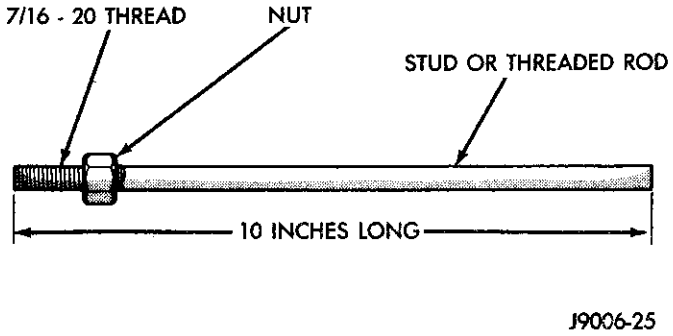
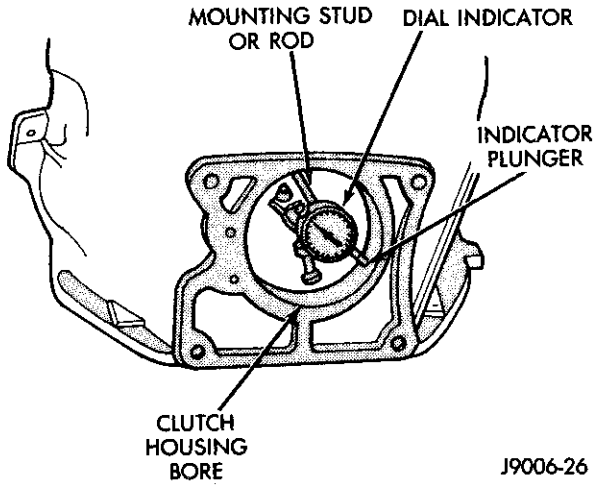
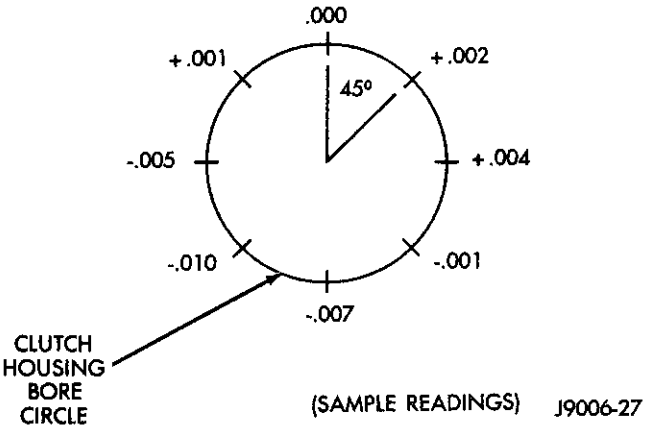

Fig. 1 Dial Indicator Mounting Stud Or Rod
Fig. 2 Checking Clutch Housing Bore Runout
Fig. 3 Housing Bore Measurement Points And Sample Readings
(1) Remove the clutch housing and strut.
(2) Remove the clutch cover and disc.
(3) Replace one of the flywheel bolts with a 7/16-20 threaded rod that is 10 in. (25.4 cm) long (Fig. 1). The rod will be used to mount the dial indicator.
(4) Remove the release fork from the clutch housing.
(5) Reinstall the clutch housing. Tighten the housing bolts nearest the alignment dowels first.
(6) Mount the dial indicator on the threaded rod and position the indicator plunger on the surface of the clutch housing bore (Fig. 2).
(7) Rotate the crankshaft until the indicator plunger is at the top center of the housing bore. Zero the indicator at this point.
(8) Rotate the crankshaft and record the indicator readings at eight points (45° apart) around the bore (Fig. 3). Repeat the measurement at least twice for accuracy.
(9) Subtract each reading from the one 180° opposite to determine magnitude and direction of runout. Refer to Figure 3 and following example.
In the sample readings shown in Figure 3 and in step (7) above, the bore is offset toward the 0.010 inch reading. To correct this, remove the housing and original dowels. Then install the new offset dowels in the direction needed to center the bore with the crankshaft centerline.